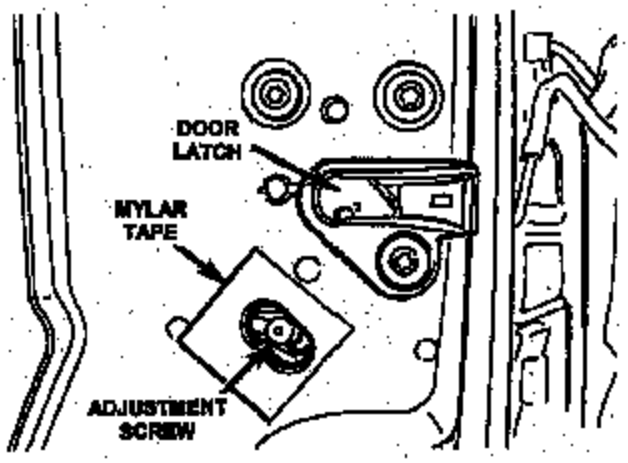

Figure 3
1. Locate the access hole on the door and remove the mylar tape that is covering the opening (Figure 3).
2. Insert a 5/32-inch hex-wrench through the opening and into the adjustment screw and loosen the screw (Figure 3).